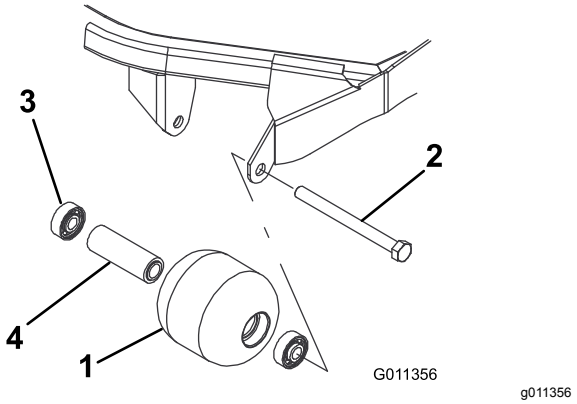

Figura 91
1. Retire el perno de montaje del rodillo (Figura 91).
4. Inspeccione el alojamiento del rodillo, los cojinetes, y el espaciador del cojinete (Figura 91) Sustituya cualquier componente dañado y vuelva a ensamblar el conjunto.
1. Introduzca a presión el primer cojinete en el alojamiento del rodillo (Figura 91). Haga presión solamente sobre el anillo de rodadura exterior, o de forma igual sobre el anillo exterior y el interior.
2. Introduzca el espaciador (Figura 91).
3. Introduzca a presión el segundo cojinete en el alojamiento del rodillo (Figura 91) haciendo presión igualmente sobre el anillo de rodadura interior y el exterior hasta que el anillo de rodadura interior entre en contacto con el espaciador.